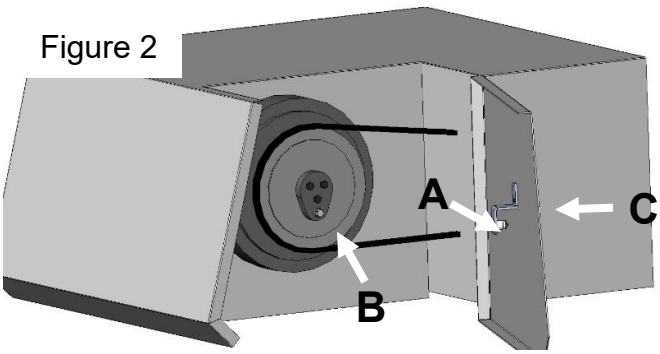

Figure 2
Open the left access panel as shown (Figure 2). The end of the sensor (A) will be aligned with the bolt head (B). With the tractor turned off and the PTO disconnected from the tractor, rotate the balers flywheel so that the bolt head (B) is at it lowest position. Locate bracket 001-4648RB (B) and loosely install the sensor. Align the end of the sensor over the bolt head (B) and mark the two 3/8" (10mm) holes that will need to be drilled to mount the bracket (C). Install the bracket using two 5/16 x 1" bolts, flats, locks, and nuts. Close the access panel (Figure 3) and adjust the sensor so that it is 1/4" (7mm) away from the bolt head (B). Tighten the nuts on the sensor after the adjustment is made.